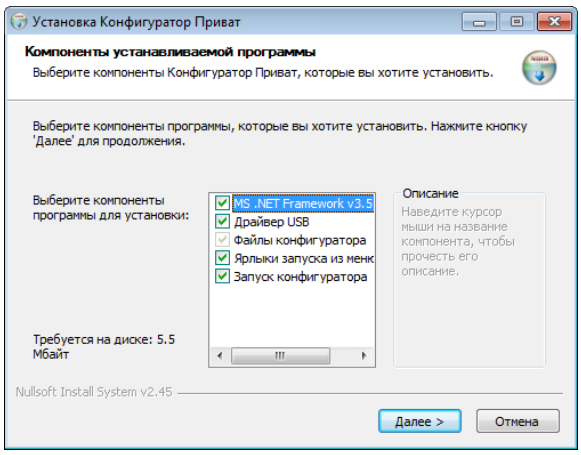

Рисунок 7.1 — Выбор компонентов ПО для установки
3) В открывшемся окне (см. рисунок 7.1) выберите компоненты программного обеспечения, которые необходимо установить, и нажмите кнопку *Далее*.